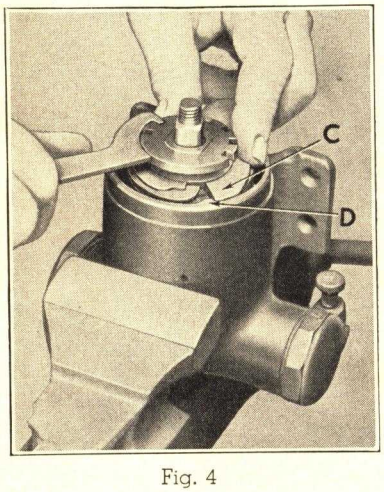

Fig. 4
5. When Hook "C" is beyond Hook "D," push it down into place as shown in Fig. 4.